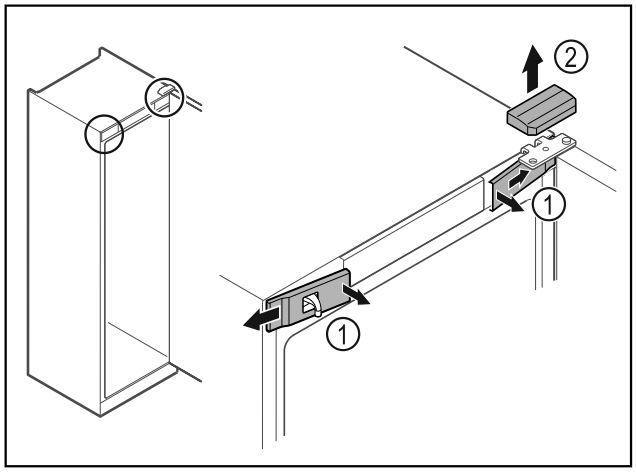

Fig. 8
▶ Передние крышки *Fig. 8 (1)* освободите от фиксации с внутренней стороны и отведите в сторону.
▶ Движением вверх снимите верхнюю крышку *Fig. 8 (2)*.